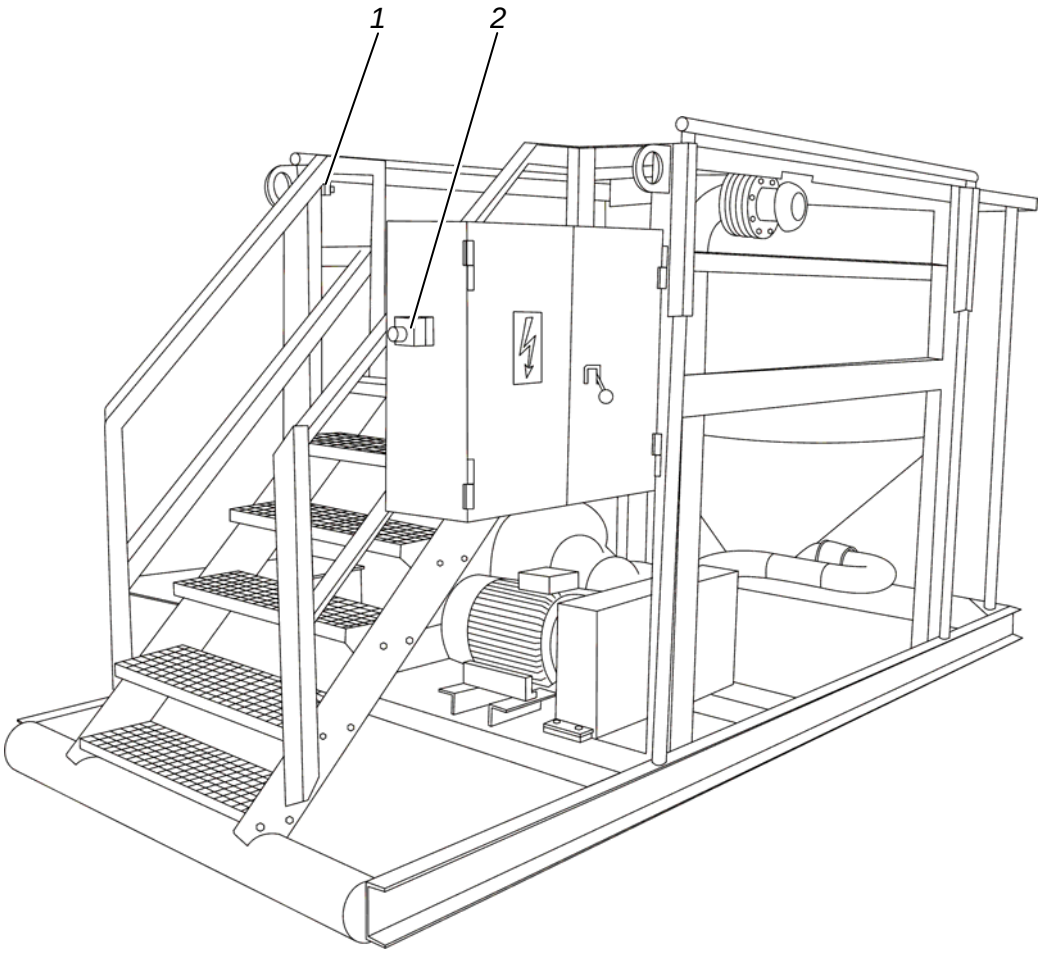

Abbildung 6: Not-Aus
- Not-Aus-Taster drücken (Positionen: siehe Abbildung 6, Seite 29).